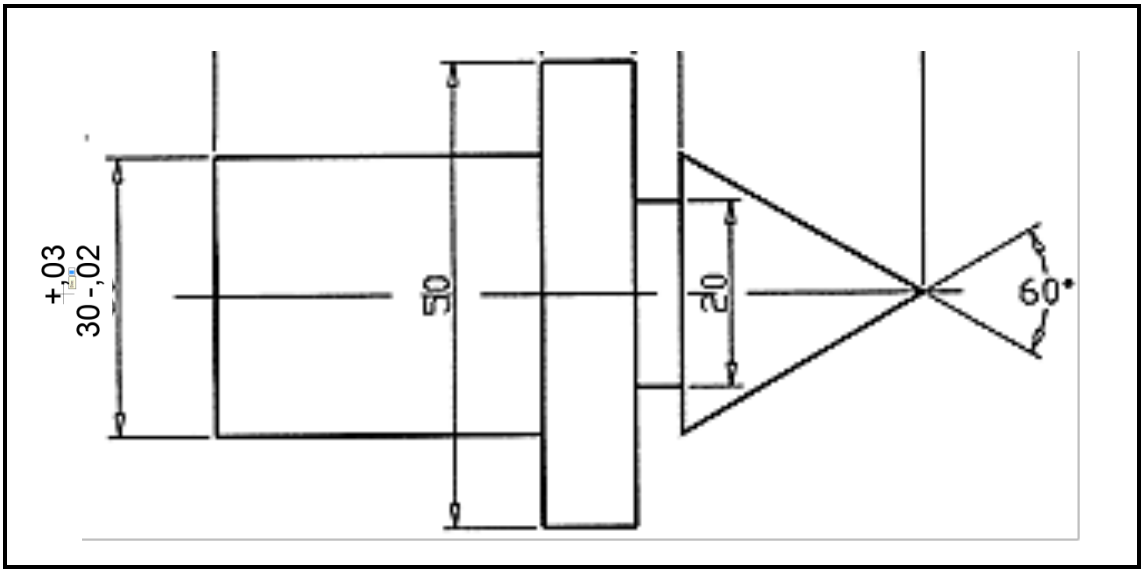

FIGURE 1
3.2 FIGURE 1 shows a centre to be machined on a lathe.